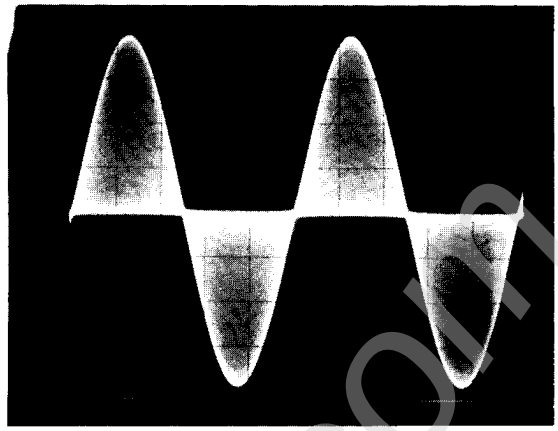

Figure 5: Oscilloscope Display, Step 11f
f) Adjust the oscilloscope's timebase, vertical sensitivity, and trigger controls to obtain a display like the one in Figure 5. Verify that the baseline is flat.